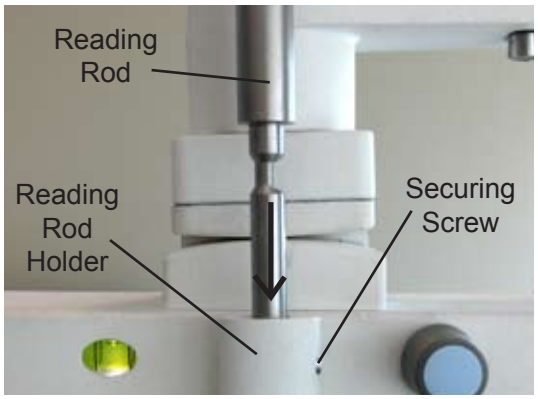

Figure SU-06, Install Reading Rod
4. Install the Reading Rod into the Reading Rod Holder on the Phoroptor Head. Refer to Figure SU-06.
5. Using a flat head screwdriver, secure the Reading Rod by tightening the screw on the side of the Reading Rod Holder. Refer to Figure SU-06.